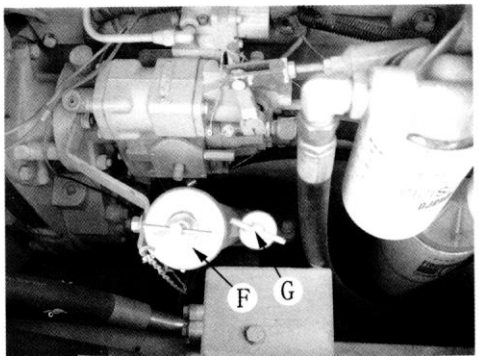

Рис. 4-14.
д) После замены фильтра залейте в двигатель масло через горловину (F) (Рис. 4-14). Затем на некоторое время запустите двигатель на холостых оборотах и перепроверьте уровень масла.